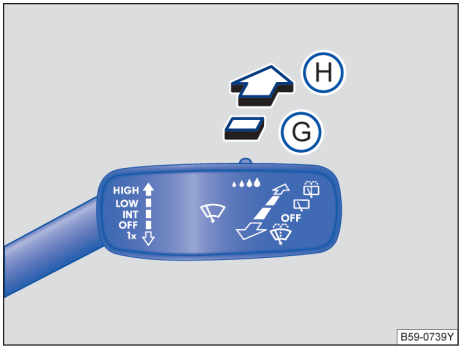

图 107 挡风玻璃雨刮器拨杆：后窗雨刮器操作 ▶
– 将挡风玻璃雨刮器拨杆向前按到位置 Ⓖ →图 107，大约每隔六秒，雨刮器刮一次车窗→ⓘ。